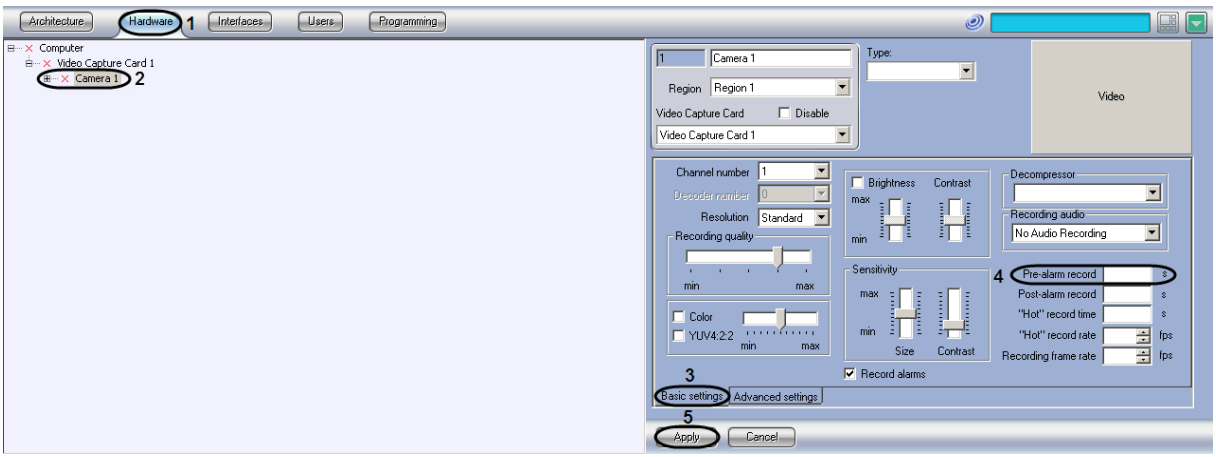

Figure 8.4-36 Configuring video in the "Pre-alarm record" mode
1. Go to the "Hardware" tab in the "System settings" dialog box (Figure 8.4-36, 1).
2. Select the "Camera" object corresponding to the required camera in the objects tree (Figure 8.4-36, 2). The settings panel for the selected object is displayed on the right of the "Hardware" tab.
3. Go to the "Basic settings" tab on the settings panel of the "Camera" object (Figure 8.4-36, 3).
4. In the "Pre-alarm record" field specify the required interval (sec) of pre-alarm events recording (Figure 8.4-36, 4).
5. Click the "Apply" button (Figure 8.4-36, 5).